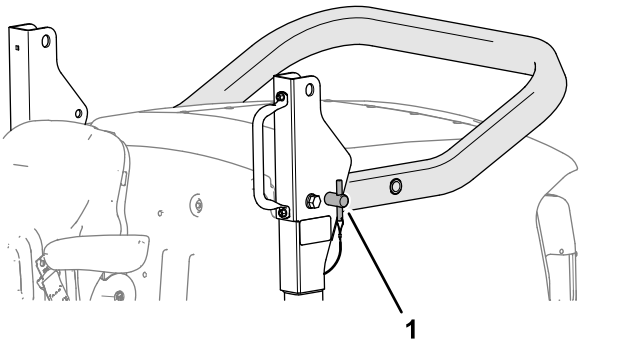

Figur 21
5. För in störtbågssprintarna i tappfästenas nedre hål (Figur 21).